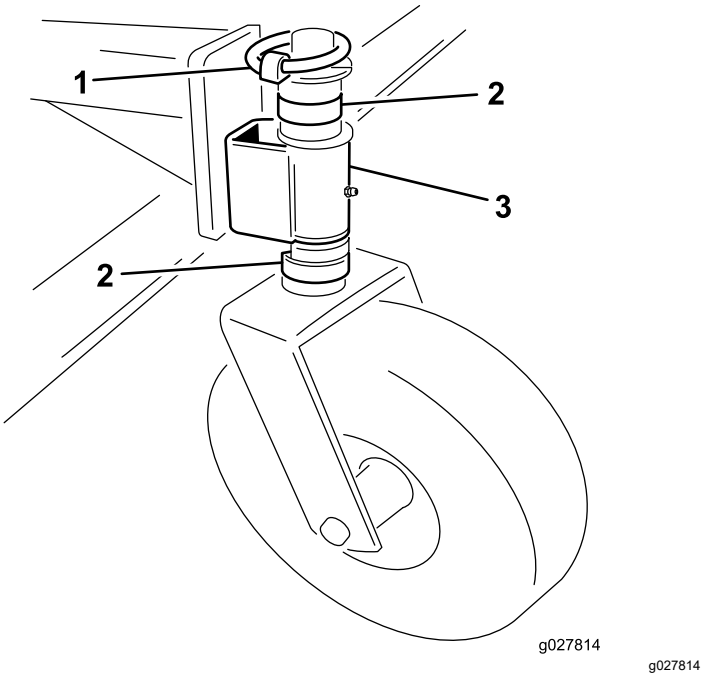

Bild 6
1. Entfernen Sie die Lastösenbolzen von der Spindelwelle (Bild 6).